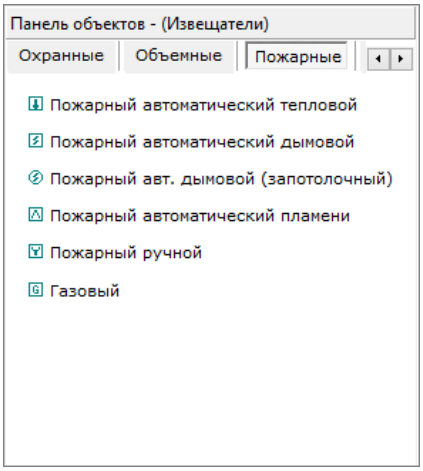

Рисунок 6-482 Панель объектов - Извещатели вкладка "Пожарные"
- Пожарные (см. Рисунок 6-482),